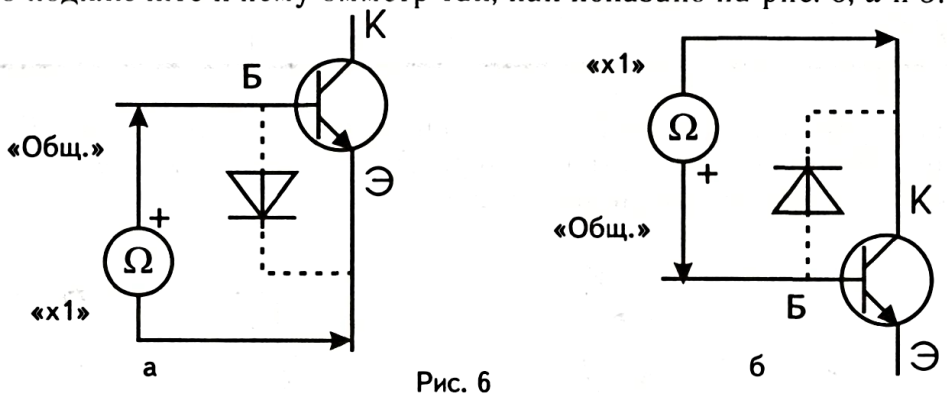

Рис. 6
1. Возьмите транзистор *n-p-n*-типа и измерьте омметром сопротивления его переходов база—эмиттер, база—коллектор при прямом включении транзистора. Для этого подключите к нему омметр так, как показано на рис. 6, *а* и *б*.